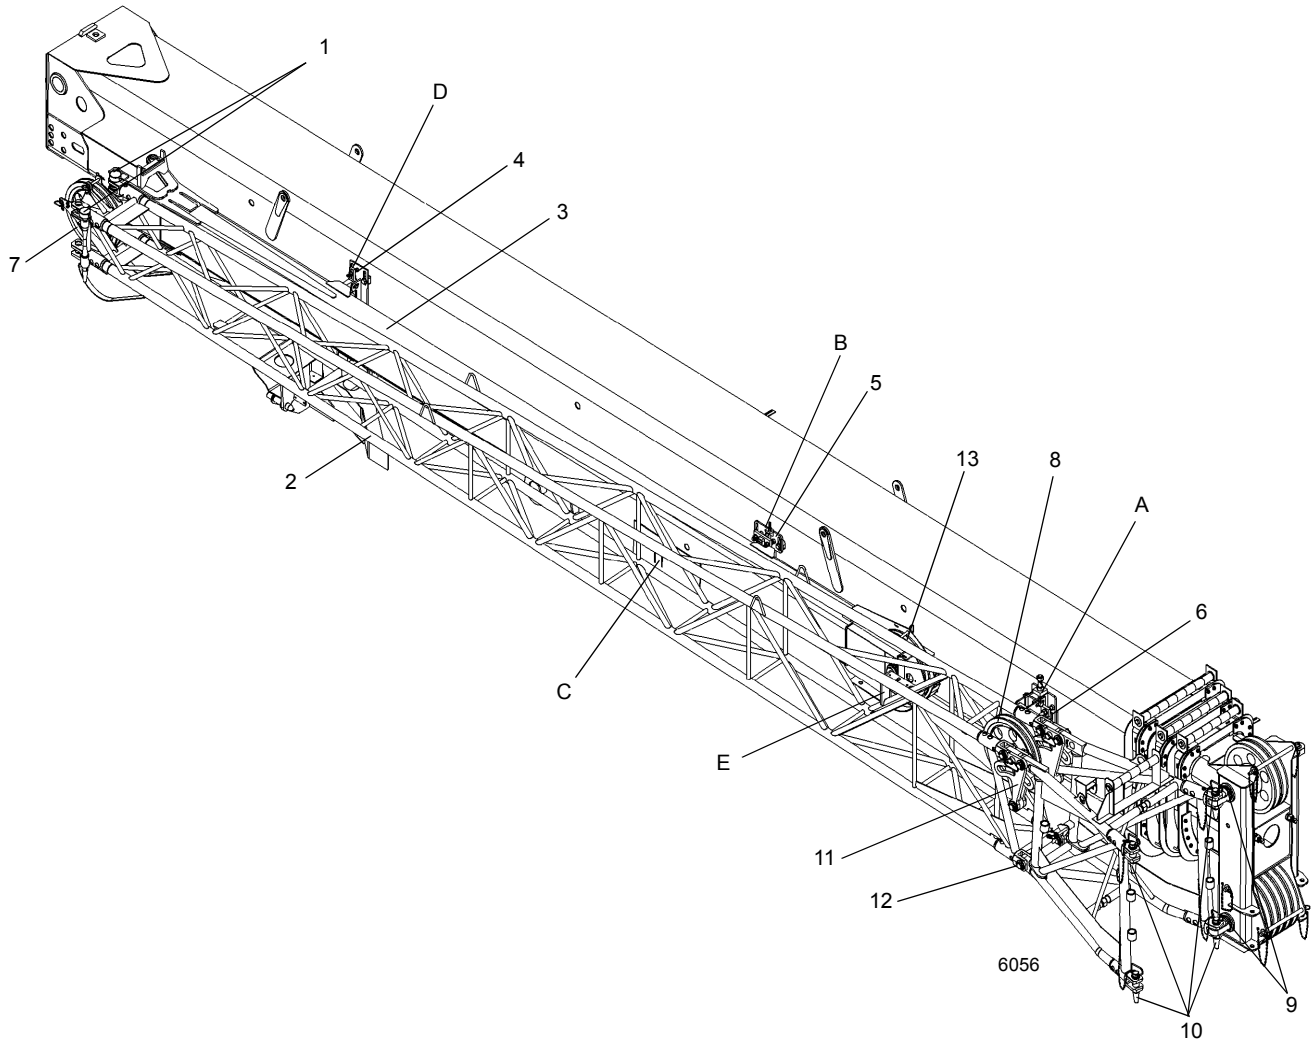

FIGURA 4-5
9. Compruebe que el pasador que fija la sección de extremo de la extensión a la escuadra de almacenamiento trasera de la sección de base (Figura 4-5) (Detalle D) se encuentre colocado en su lugar.
10. En el extremo de la polea de la sección de extremo (Figura 4-5) (Detalle E), empuje el gancho de pestillo
FIGURA 4-5 continuación
11. Saque el pasador de bloqueo que fija la base de la extensión a la escuadra de almacenamiento delantera (Figura 4-5) (Detalle A). Almacene el pasador de bloqueo de enganche en la orejeta provista para ello.
13. Saque el pasador que fija la sección de extremo de la extensión a la escuadra de almacenamiento trasera de la sección de base (Figura 4-5) (Detalle D).